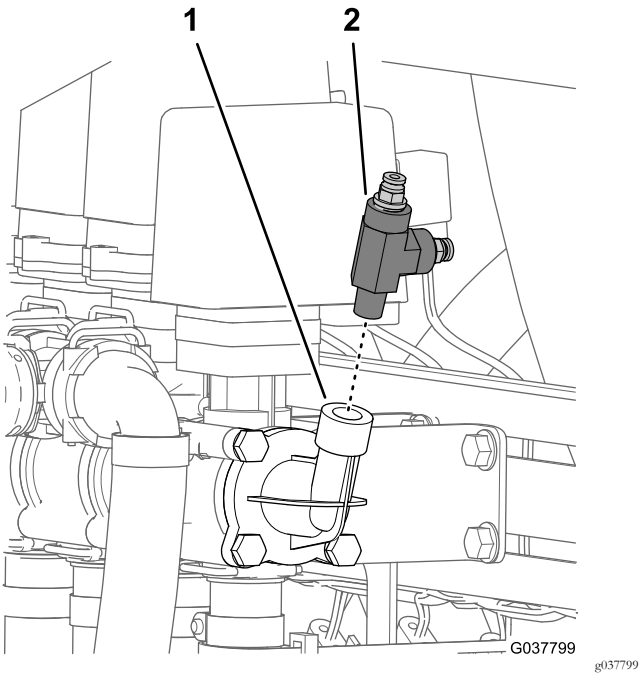

Figuur 13
4. Verwijder de T-fitting van de persaansluiting (Figuur 13).